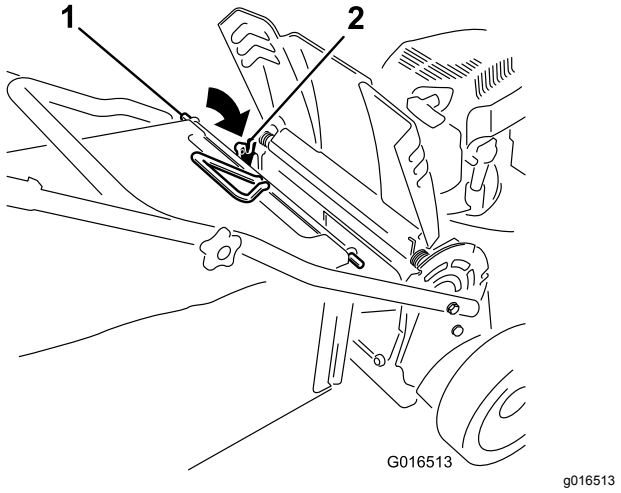

Figure 27
3. Placez la tige du bac dans les crans à la base du guidon et agitez le bac d'avant en arrière pour vous assurer que la tige est bien engagée au fond des deux crans ; voir Figure 27.